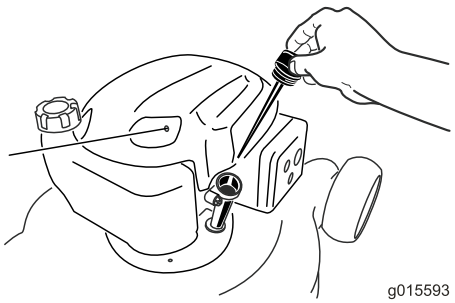

Figur 11
2. Ta ut oljestickan (Figur 11) och häll på olja i påfyllningsröret till ungefär 3/4 av vevhusets oljekapacitet.